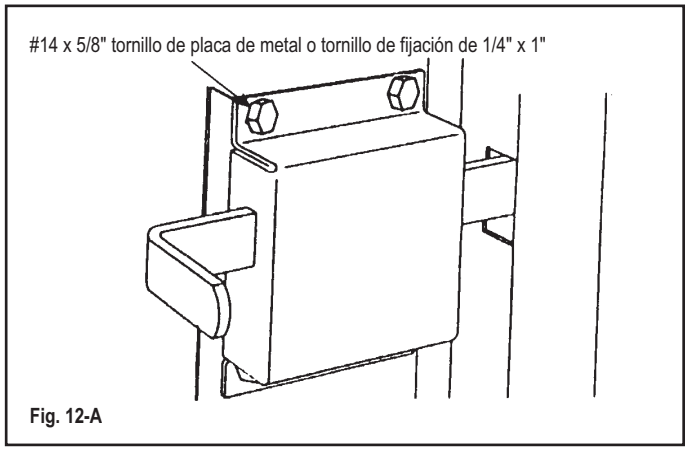

Fig. 12-A
El perno lateral interno se coloca en el montante del extremo de la segunda sección con (4) tornillos de metal con cabeza hexagonal de #14 x 5/8" (puertas de acero) o con (4) tornillos de fijación de 1/4" x 1" (puertas de madera). (Fig. 12-A)